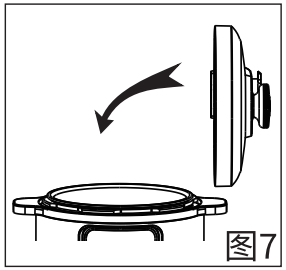

图7
2)手握上盖手柄,将上盖盖下并平放在外锅上,然后逆时针旋转上盖至扣合位置,并听到扣合声。(如图7,8所示)请确保锅盖到旋闭合标识位置(如图9,10所示)。